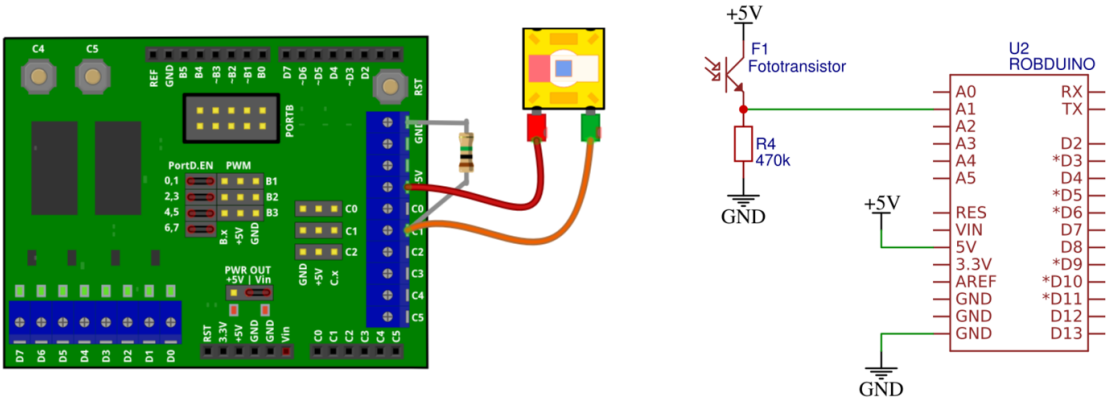

Figure 6: Priključitev foto-tranzistorja kot svetlobni senzor.
1. Priključite foto-tranzistor v delilnik napetosti z uporom, kot prikazuje fig. 6.